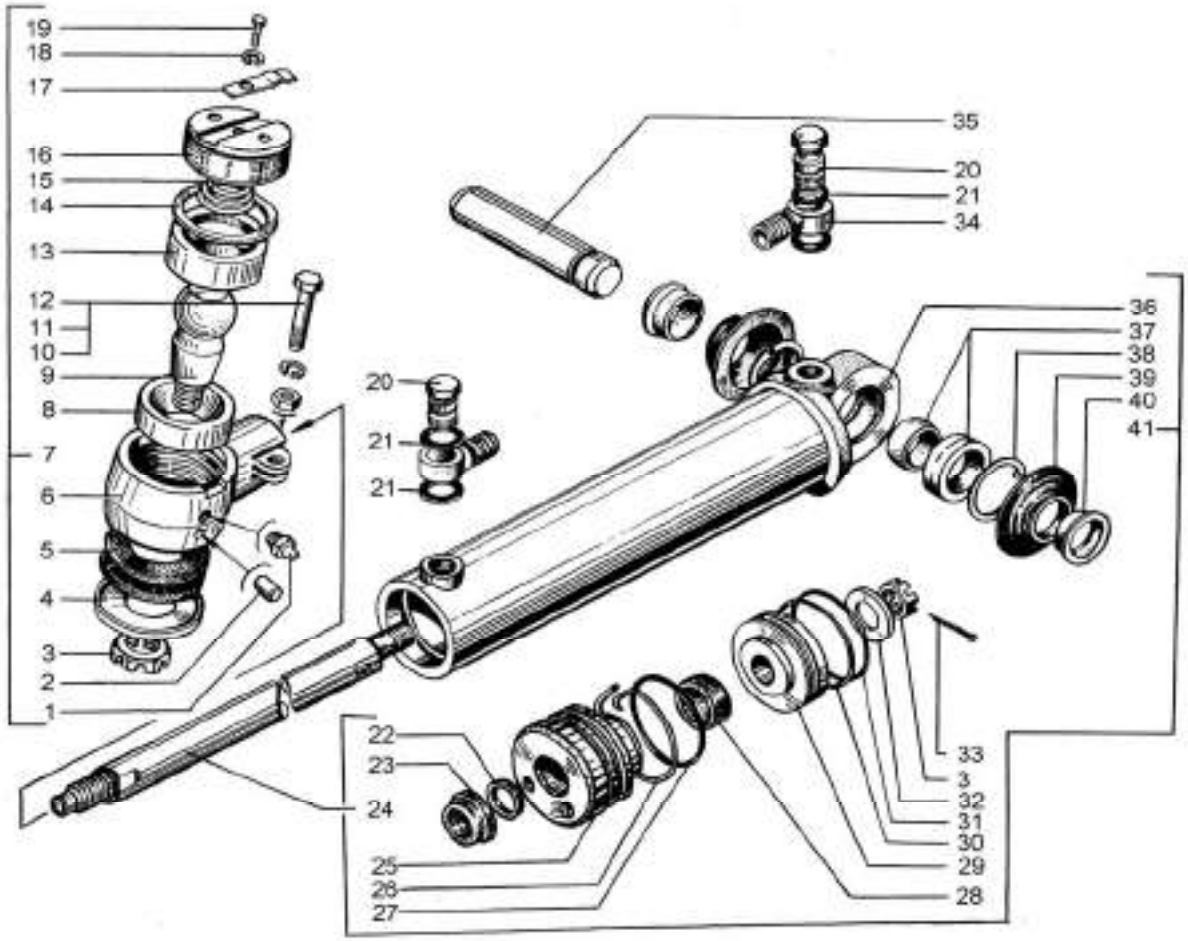

Рис. 63. Силовой цилиндр:
В силовом цилиндре (рис.63) расположен поршень 29 со штоком 24, на конце которого имеется шаровой шарнир для соединения с продольной рулевой тягой. Второй конец цилиндра через палец 35 соединен с кронштейном на левом лонжероне рамы автомобиля.
6. Выбить палец 35 (рис.63).
1. Установить в крышку грязесъемник 23 (рис.63), уплотнительное кольцо 22, манжету 28, кольцо 27 и установить крышку на шток 24.